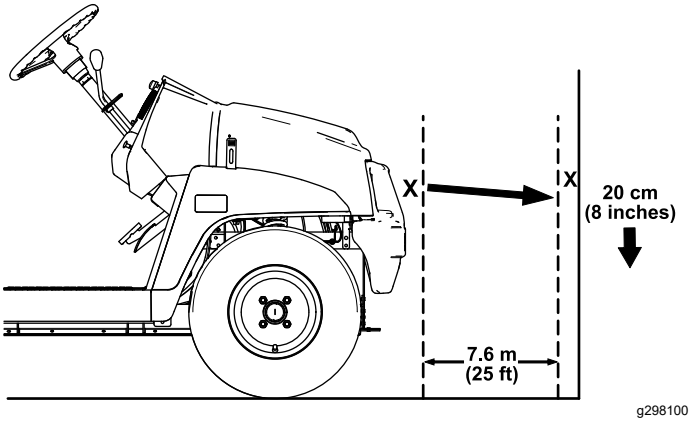

Figur 44
1. Parker maskinen på en plan overflade med forlygterne ca. 7,6 m fra en væg (Figur 44).
Den stærkeste del af forlygtens lysstråle skal være 20 cm under det mærke, der er sat på væggen (Figur 44).